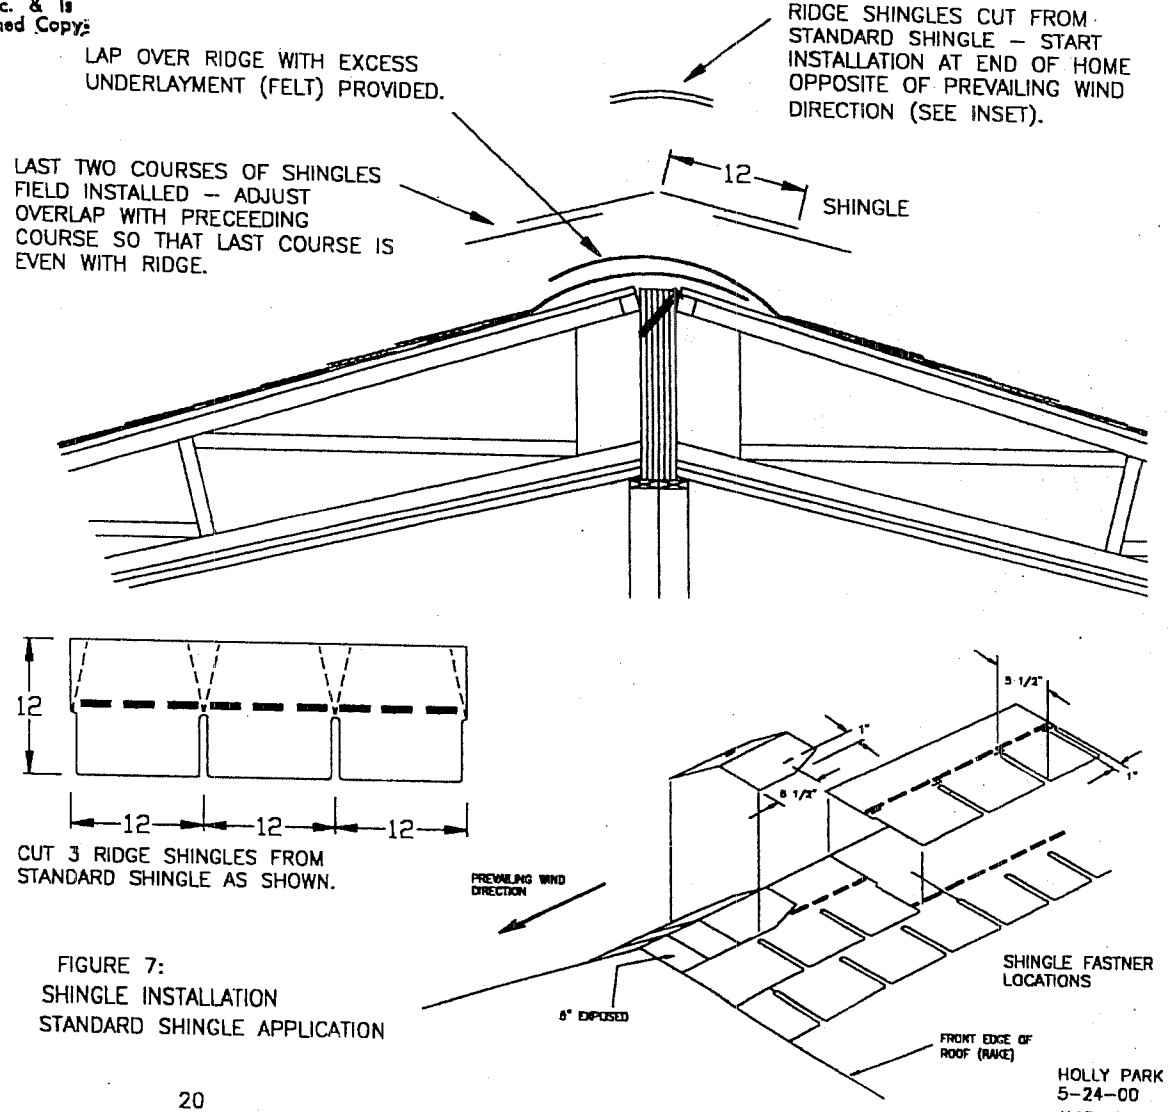

FIGURE 7:
SHINGLE ROOF: (Refer to figure 7)
2. Install two last courses of shingles each side of ridge per instructions in figure 7 and shingle manufacturer's instructions. NOTE: Each successive course is started with a shingle 6" shorter than first shingle of preceeding course (cut shingle to proper length), or for special shingle application refer to instructions on the back of the bundle.
3> Cut shingles for ridge cap and install away from prevailing wind direction (refer to figure 7).